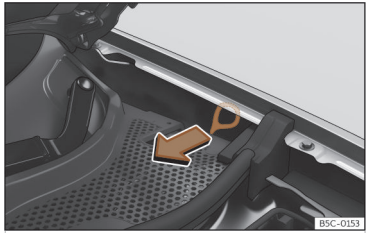

Abb. 59 Zwischen dem linken Kotflügel und dem Scharnier der Frontklappe: Ziehgriff für manuelle Notentriegelung des Ladesteckers.
Der Ziehgriff für die manuelle Notentriegelung befindet sich auf der linken Seite im Motorraum oberhalb der Ladedose ››› **(Abb. 59)**.
- Ziehen Sie den Ziehgriff ››› **(Abb. 59)**.